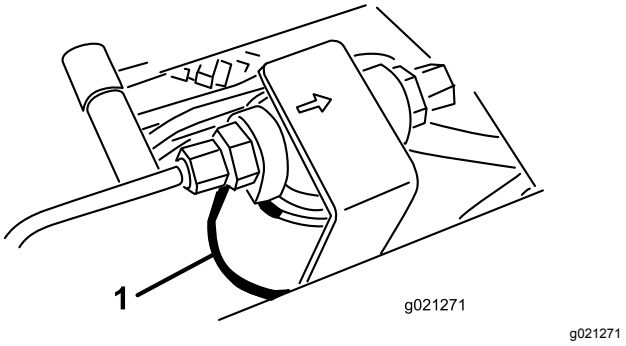
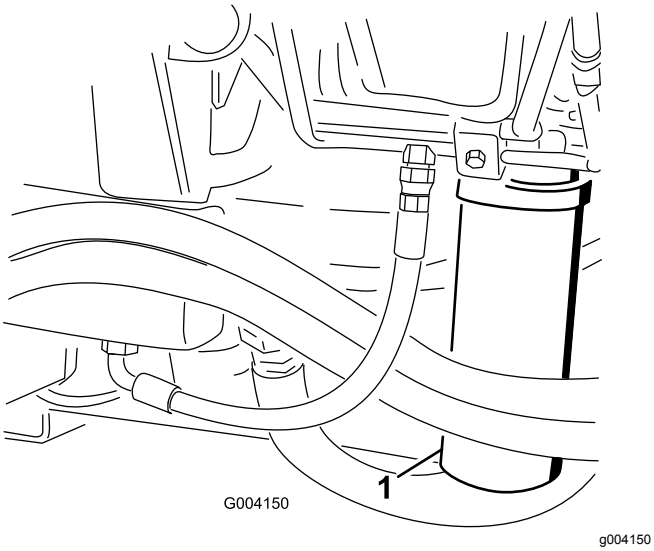

Figur 102
Figur 103
2. Rengör området där filtret ska monteras och placera ett avtappningskärl under filtret (Figur 102 och Figur 103).